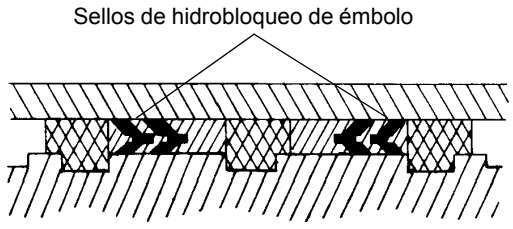

FIGURA 2-37
11. Instale los sellos de hidrobloqueo de repuesto en la parte exterior del émbolo Figura 2-37. Asegúrese que las partes en V de los dos sellos de hidrobloqueo apunten la una hacia la otra.